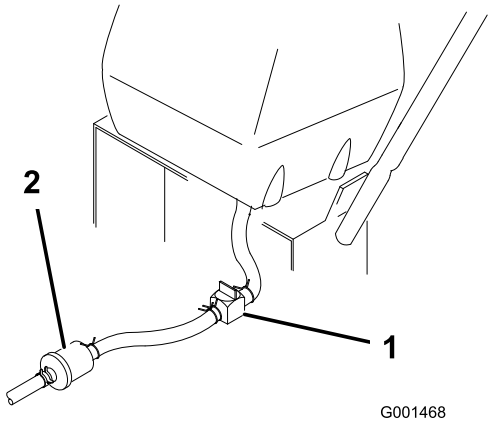

Figura 27
2. Feche a válvula de bloqueio do combustível no depósito de combustível (Figura 27).
3. Aperte as extremidades do dispositivo de fixação de tubagem e afaste a tubagem de combustível do filtro do combustível (Figura 27).
4. Puxe a tubagem de combustível do filtro de combustível (Figura 27). Abra a válvula de bloqueio do combustível deixando a gasolina drenar para uma embalagem de gasolina ou recipiente de drenagem.
3. Feche a válvula de bloqueio do combustível no depósito de combustível (Figura 27).
7. Abra a válvula de bloqueio do combustível no depósito de combustível (Figura 27).